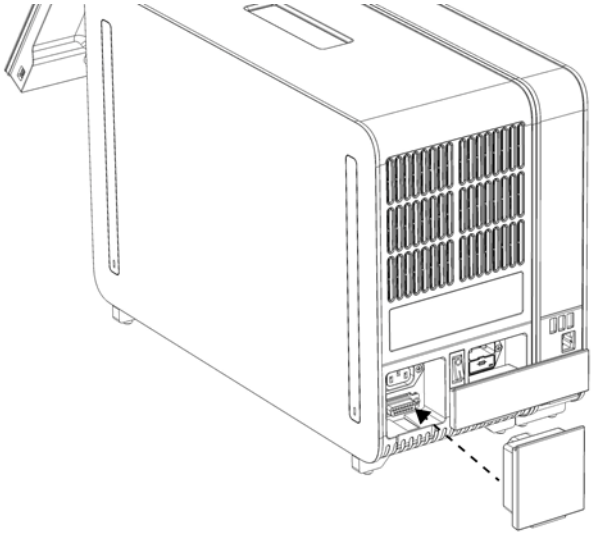

Figur 9. Tilkobling av terminalbroen.
6. Fest terminalbroen på baksiden av den analytiske modulen (figur 9).